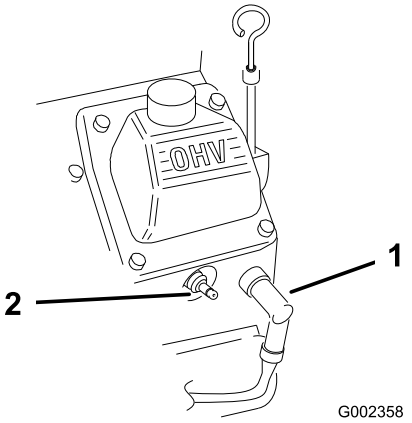

Figur 26
2. Lossa kablarna från tändstiften (Figur 26).